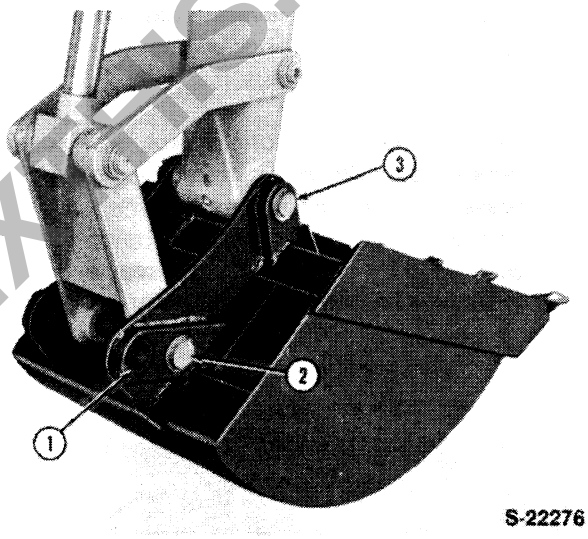

Figure 96
2. Remove the two lynch pins that secure the attaching pins to the dipstick and bucket link, Figure 96. Withdraw the spacer from each pin.
NOTE: *Two bucket linkage positions are available as shown in Figure 96. Position (1) is suitable for the majority of backhoe operations as it provides greatest bucket power. Position (2) is best suited for straight wall operations as it provides maximum bucket rollout and curl. It also provides maximum clearance at full height but slightly reduces bucket tear-out power.*